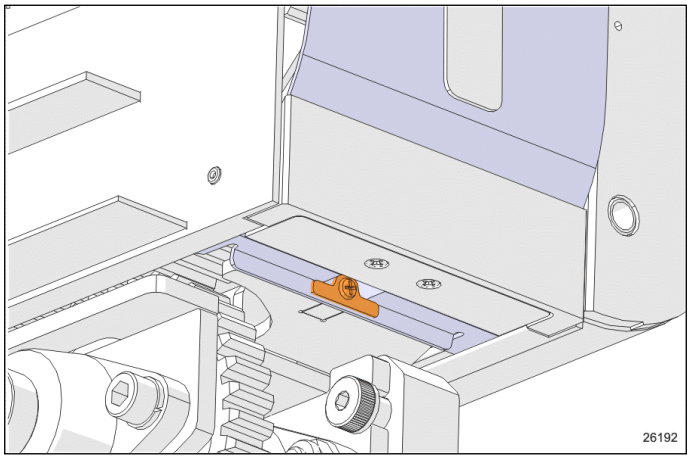

**FIGURE 3: TAB AND MOUNTING SCREW**
3. Once the room is fully extended, remove the screw and tab holding the flexible plastic rail cover in place. (Figure 3) *Perform this on both sides*.